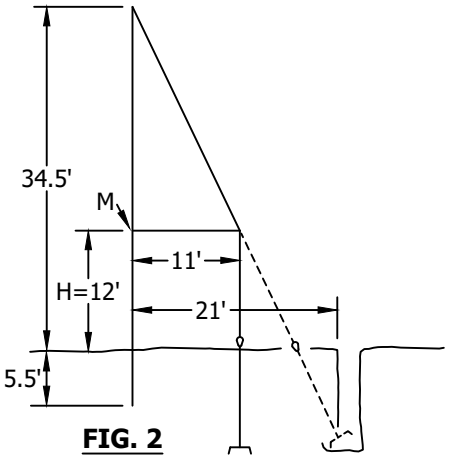

FIG. 2
I. USE THE DIMENSIONS SHOWN IN FIG. 2 WHEN CONSTRUCTING SIDEWALK ANCHOR USING 11 FT. STRUT.